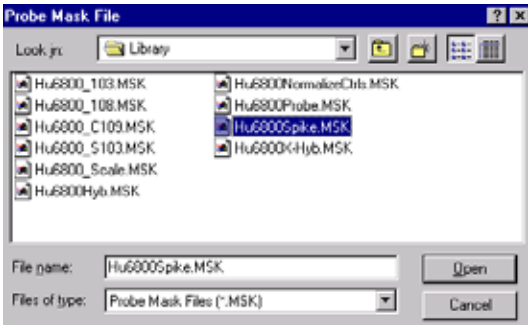

Figure G.49
⇒ The Probe Mask File dialog box appears **(Figure G.49)**.
2. Double-click the spike probe mask of interest **(Figure G.49)**.